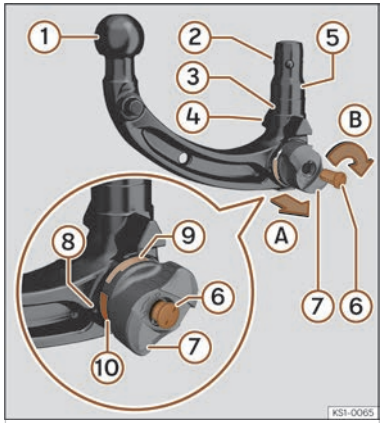

Fig. 174 Overview: removable tow hitch.
1. Before using the removable tow hitch, note the number engraved on the key ››› **Fig. 174** ⑥ in case it is necessary to make a duplicate.
4. Check that the housing, the thumbwheel ››› **Fig. 174** ⑧, the stem ⑤ and the locking balls ② of the tow hitch are clean and in good condition. Clean them if necessary.
- The red mark ››› **Fig. 174** ⑩ on the thumbwheel points towards the green mark ⑨ on the tow hitch.
- The thumbwheel ⑧ is clearly separated from the tow hitch by at least 4 mm (0.2 in).
- All locking balls ② can be fully engaged on the stem ⑤.
- The key ⑥ is inside the lock, the arrow on the key is pointing towards the *lock open* symbol on the thumbwheel ⑧ and the key cannot be removed.
1. Open the lock cover ››› **Fig. 174** ⑦ and insert the key into the lock.
2. Turn the key ⑥ counterclockwise until the arrow on the key points towards the *lock open* symbol on the thumbwheel ⑧.
3. Hold the tow hitch with one hand. With the other, pull out the thumbwheel ⑧ in direction Ⓐ.
4. Turn the extracted thumbwheel ⑧ in direction Ⓑ as far as the stop.
Once the tow hitch has been pre-tensioned, do not touch the thumbwheel again ››› **Fig. 174** ⑧. When the tow hitch is locked, the thumbwheel rotates to its original position and can cause injury ››› ⚠.
- The green mark on the thumbwheel ⑨ faces upwards.
- The hitch is locked with the key ⑥ and the key can be removed.
- There is no longer any gap between the thumbwheel ⑧ and the hitch.
3. Turn the key ⑥ clockwise to lock the hitch.
4. Close the lock cover ⑦.
- The green mark on the thumbwheel ››› **Fig. 174** ⑨ faces upwards.
- The thumbwheel (8) is right next to the hitch and can be locked.
- The hitch is locked and the key (6) removed.
- It is no longer possible to pull the thumbwheel (8) sideways.
- **Do not use the tow hutch is the diameter of the spherical head >>> Fig. 174 (1) is less than 49 mm (1.9 in) any any point.**